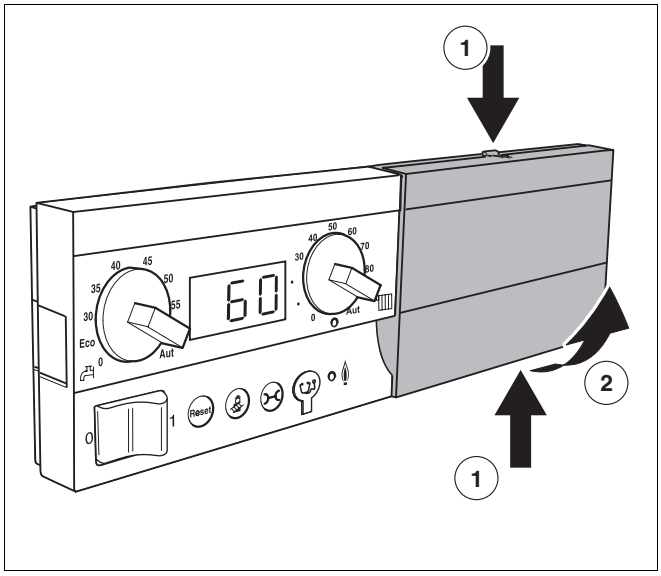

Rys. 34 Zdejmowanie osłony
- Nacisnąć jednocześnie górny i dolny zaczep osłony (rys. 34, **poz. 1**).
- Zdjąć osłonę z płyty głównej w kierunku oznaczonym strzałką (rys. 34, **poz. 2**).